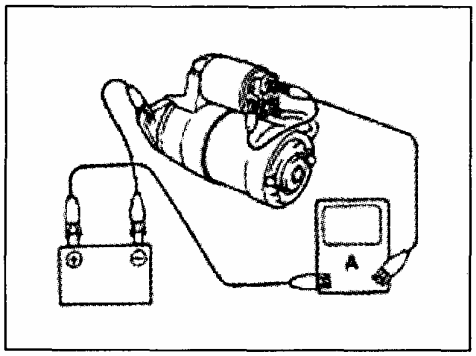

Рис. 228
a) Подсоедините аккумулятор и измерительный прибор к стартеру, как показано на рисунке (Рис. 228).